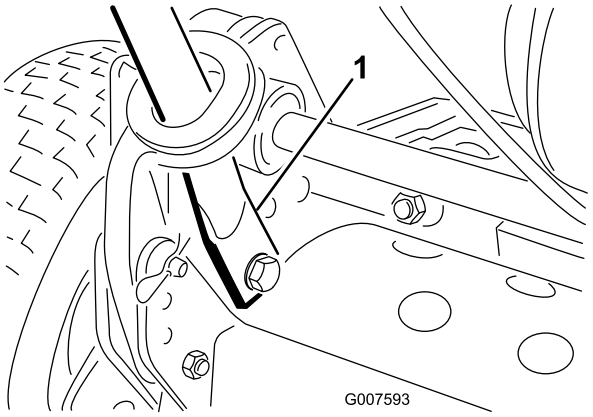

Bild 3
5. Drücken Sie die Griffenden nach innen und bauen Sie sie in die Befestigungsstifte ein (Bild 3).
6. Befestigen Sie die Griffenden mit den vorher entfernten Schrauben, Scheiben und Sicherungsscheiben an den Befestigungsstiften Bild 3).
7. Befestigen Sie die untere Seite der Griffarme mit den vorher entfernten Schrauben und Sicherungsmuttern an jeder Seite am Rasenmäher (Bild 3). Vergessen Sie nicht, die Büchsen in den Befestigungslöchern für den Griffarm einzubauen.
8. Befestigen Sie die Griffarme mit den vorher entfernten Splints und Ringstiften hinten am Rahmen (Bild 3).